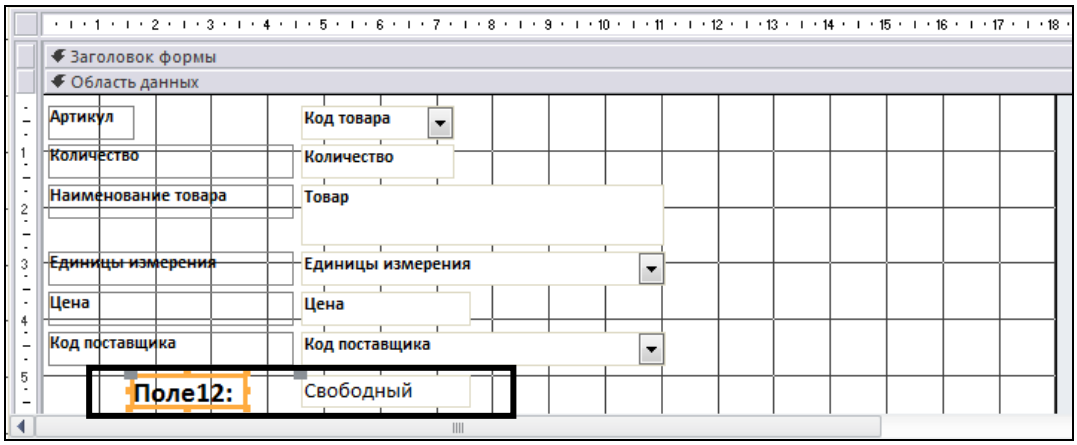

Рис. 3.26. Добавление на форму нового поля
2. На вкладке *Конструктор* в разделе *Элементы управления* выбирается объект *Поле* (ab|), который прорисовывается на подчиненной форме (рис. 3.26). Элементы управления описаны в прилож. 2.